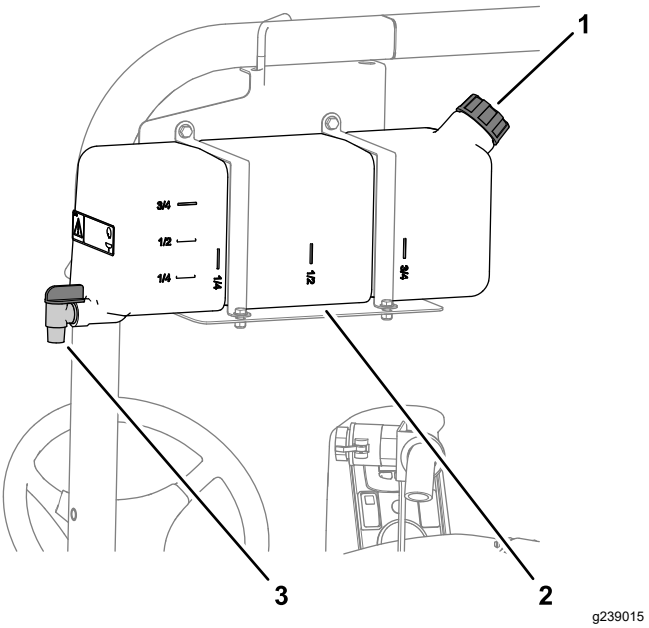

Figuur 19
- Om de tank te vullen, schroeft u de dop bovenaan de tank los, vult u deze met schoon water en plaats u de dop terug (Figuur 19).
- Om de tapkraan van de watertank te openen, moet u de hendel op de kraan draaien (Figuur 19).